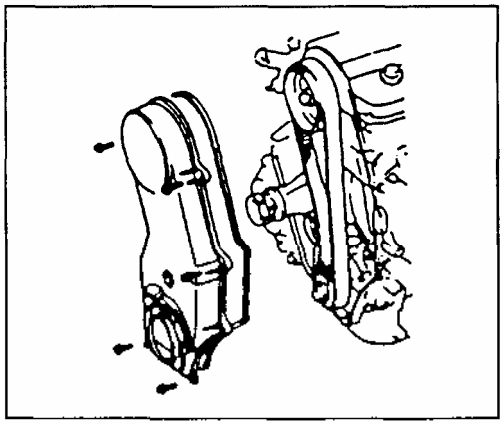

Рис. 94
9) Снимите ремень ГРМ и распредвал как описано ранее (Рис. 94).